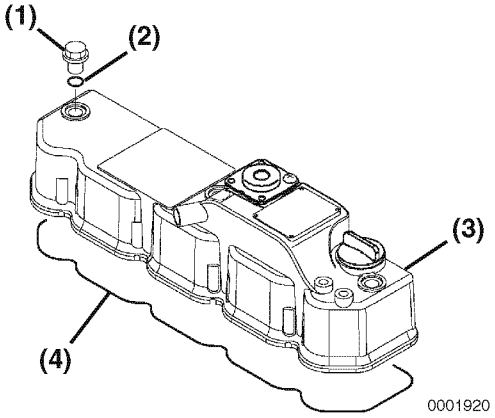

Figure 6-7
1. Remove the valve cover nuts **(Figure 6-7, (1))**.
2. Remove the O-ring **(Figure 6-7, (2))** on each valve cover nut.
3. Remove the valve cover **(Figure 6-7, (3))** and the valve cover gasket **(Figure 6-7, (4))**.